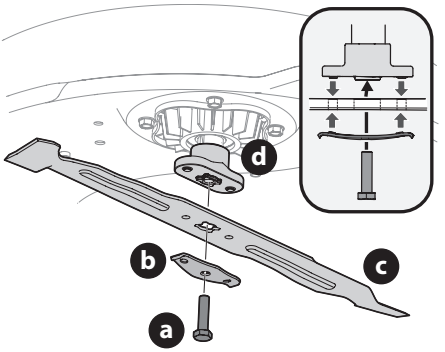

Figura 22
3. Aque el perno (a) y el soporte de campana de la cuchilla (b) que sostienen la cuchilla (c) y el adaptador (d) al motor de la plataforma (Figura 22).
4. Extraiga la cuchilla (c) y el adaptador (d) del husillo del motor de la plataforma (Figura 22).